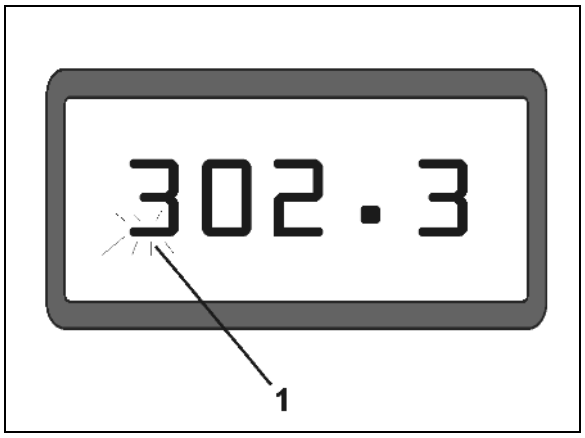

図 2
- **ディスプレイ (図 2/1)**
下側のバー (図 2/1) は作業中に点滅します。